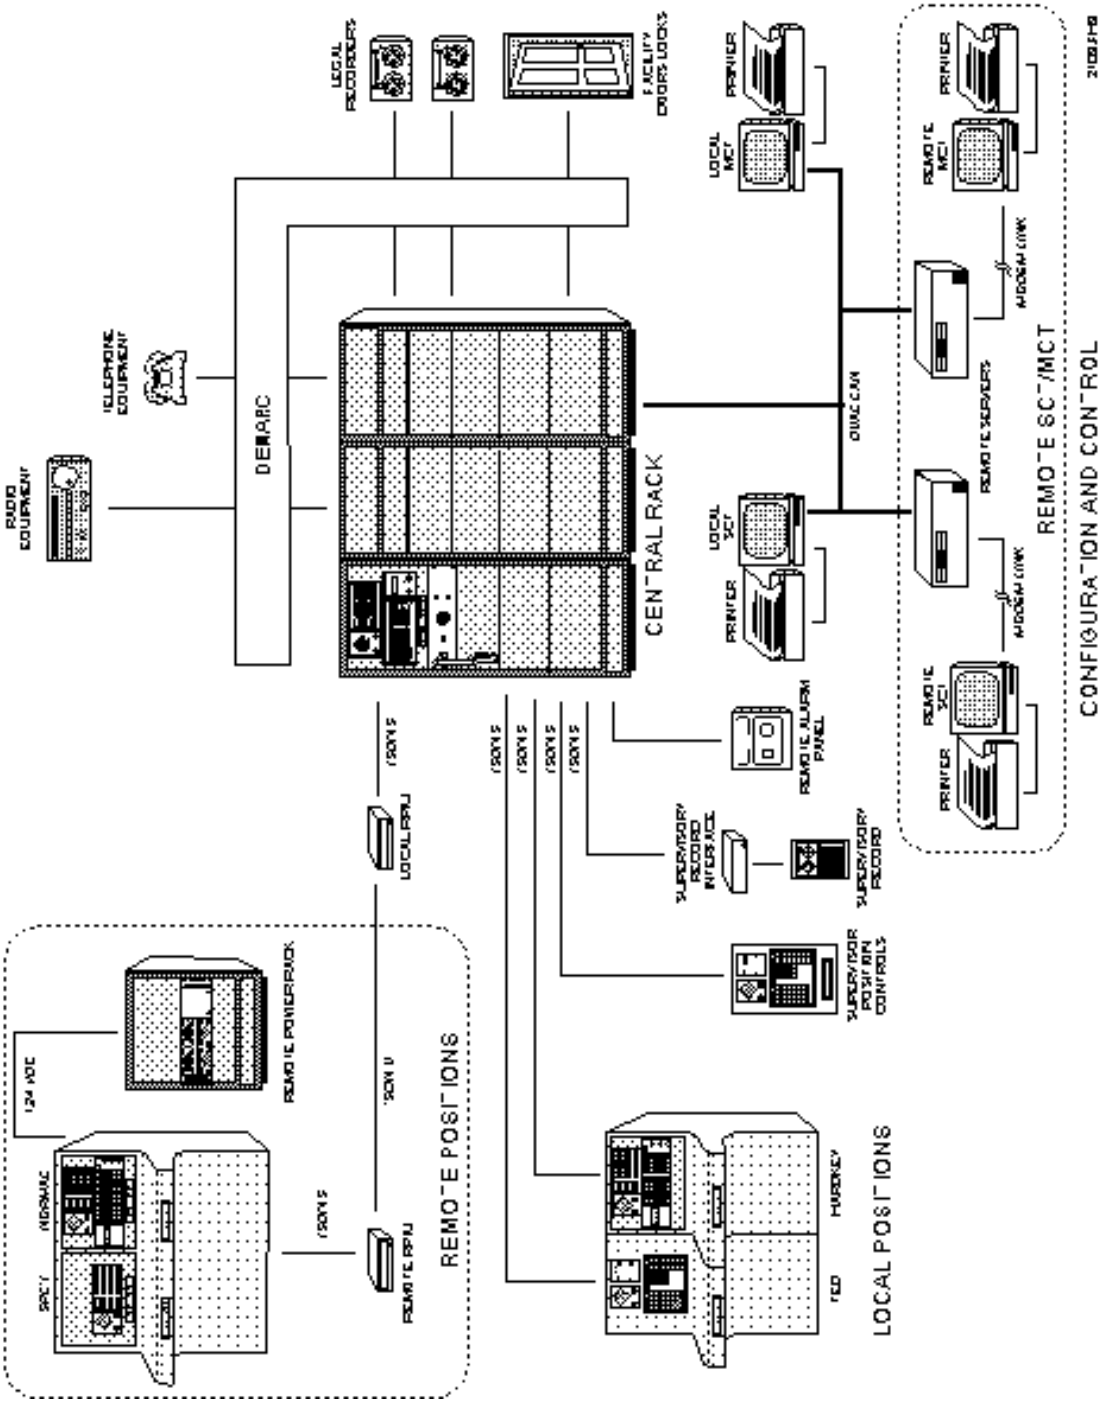

*Figure 1-2. ETVS Relationship of Units*
**Figure 1-2** illustrates the relationship of units in the ETVS. The number of racks, positions, legal recorders, and configuration terminals depends on the size of the system.